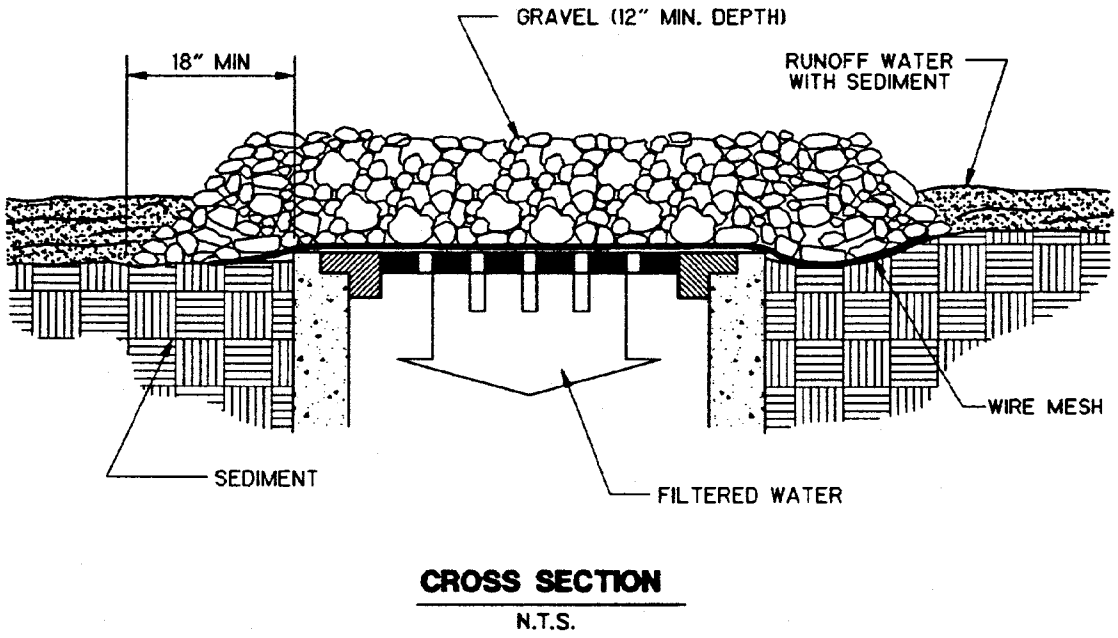

Figure 1-34 Wire Mesh and Gravel Inlet Protection (NCTCOG, 1993)
(1) Wire mesh should be laid over the drop inlet so that the wire extends a minimum of 1 foot beyond each side of the inlet structure. Wire mesh with 1/2-inch openings should be used. If more than one strip of mesh is necessary, the strips should be overlapped (see Figure 1-34).
(2) Coarse aggregate should be placed over the wire mesh as indicated in Figure 1-34. The depth of stone should be at least 12 inches over the entire inlet opening. The stone should extend beyond the inlet opening at least 18 inches on all sides.
(3) If the stone filter becomes clogged with sediment so that it no longer adequately performs its function, the stones must be pulled away from the inlet, cleaned and/or replaced.